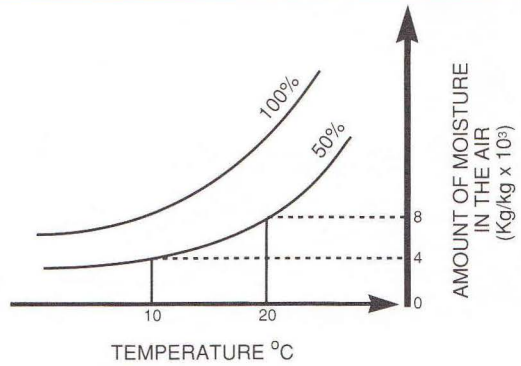

## FIGURE 4
- If air at 20°C and 50% *relative humidity* is cooled to slightly below 10°C, its *relative humidity* reaches 100%, or saturation. On further cooling, moisture will condense from the air. An example of this effect is the familiar dew on grass and mist on window panes. (See Figure 4.) Frost is an example of dew that forms at below-freezing temperatures. Fog in the air is simply dew on dust particles floating in the air.